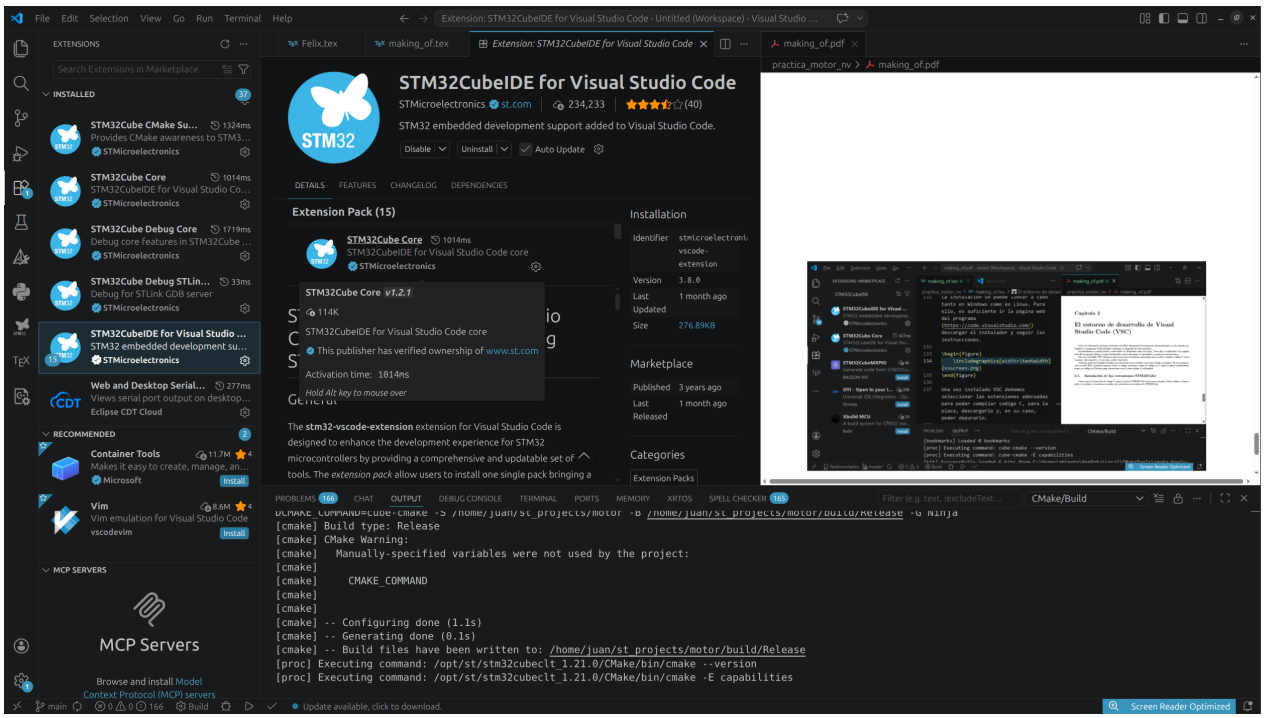

Figura 2.1: Ventana de Visual Studio Code
Si abrimos el programa, una vez instalado, accedemos a una ventana como la se muestra en la figura 2.1. Vamos a describir brevemente los elementos más importantes.
- Barra Lateral, inmediatamente a la derecha de la anterior, ofrece distintas vistas y paneles, dependiendo de la actividad seleccionada en la barra de actividad. En la figura 2.1, se ve el panel correspondiente a las extensiones, porque la actividad seleccionada, ha sido precisamente el botón extensions. Se pueden recorrer las extensiones disponibles, comprobar si están o no instaladas, y seleccionarla para su instalación/desinstalación, configuración, etc.
- El editor. Ocupa el area central. Su objetivo es escribir y editar código. Es posible abrir varios editores uno al lado del otro y de este modo trabajar en varios archivos simultáneamente. En la figura 2.1, se muestra un fichero de texto que contiene la fuente el LaTeXcon la que se han elaborado estas notas. A su derecha, se ve el texto resultante en un archivo pdf.